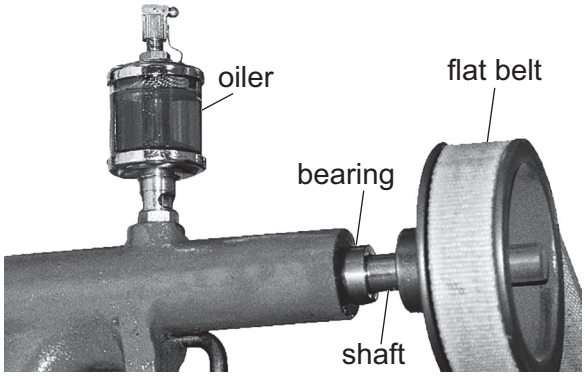

**Fig. 11.3**
**(c)** Fig. 11.3 shows a gravity fed oiler used to lubricate a shaft on an industrial machine.